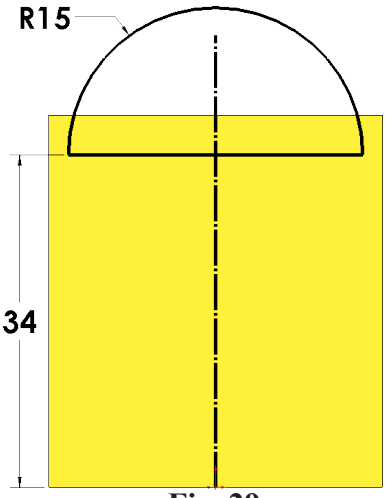

Fig. 29
Step 11. Dimension **arc radius 15**, then add the **34**, **Fig. 29**.